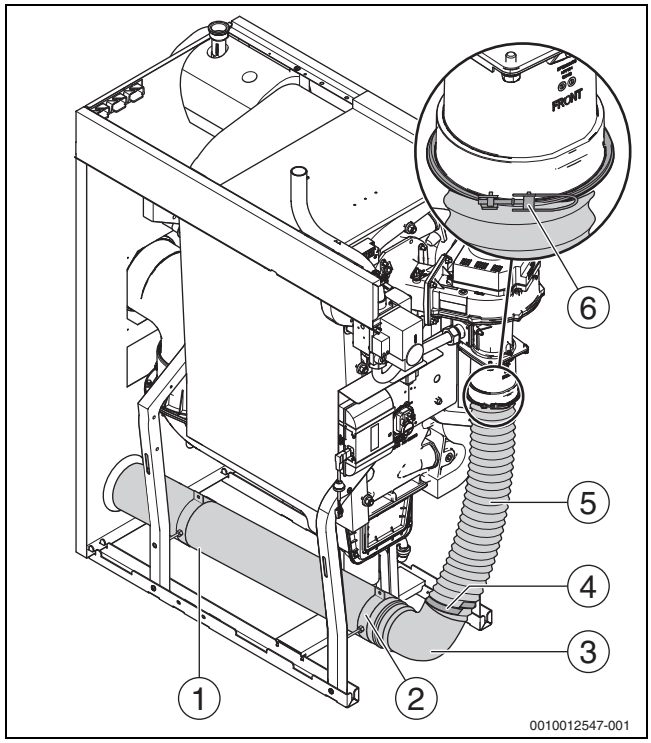

Bild 14 Zubehör-Set für raumluftunabhängigen Betrieb
- Adapter (→Bild 14, [6]) auf Ansaugstutzen des Brenners montieren und mit Klappschelle sichern.